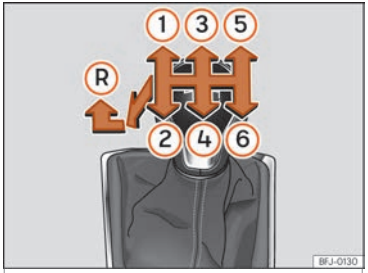

Fig. 165 Grille des vitesses de la boîte manuelle à 6 vitesses.
Les positions des vitesses sont représentées sur le levier de vitesses ››› **fig. 165**.
- Au point mort, appuyez sur le levier de vitesses, déplacez-le complètement vers la gauche puis vers l'avant pour passer la marche arrière ››› **fig. 165** Ⓡ.